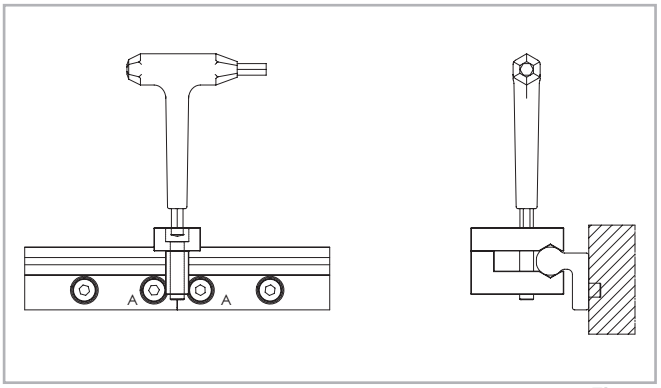

Fig. 28
(3) Sistemare l'attrezzo di allineamento sulla giunzione delle guide e serrare uniformemente ambedue le viti di regolazione finché le piste sono allineate (vedere fig. 28).
(4) Successivamente verificare se i lati posteriori di ambedue le guide appoggiano in piano sulla superficie di montaggio. Nel caso si fosse formata una fessura, spessorarla.